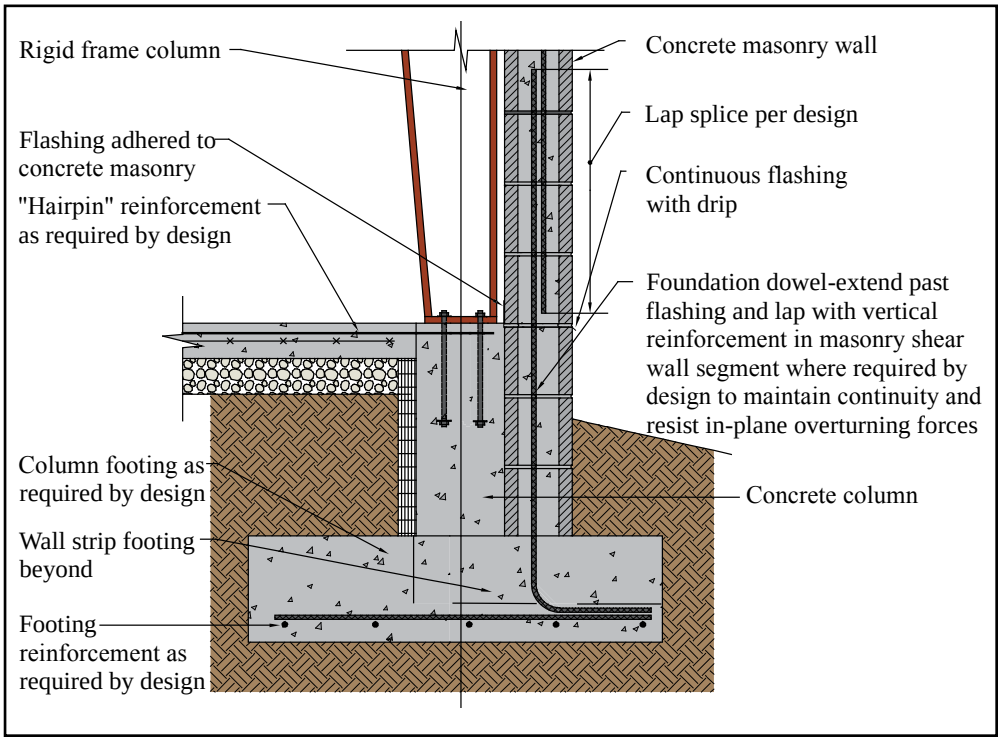

Figure 3—Vertically Spanning Reinforced Concrete Masonry Side Wall Shear Wall Segment Detail at Foundation
Masonry shear walls are very strong and stiff and are often used to resist lateral loads. However, masonry wall sections used as shear wall segments must have vertical reinforcement continuous into the foundation as shown in Figure 3. Flashing is also incorporated at the floor level to allow the wall some out-of-plane rotation due to building drift. Design aids are included in *Concrete Masonry Walls for Metal Building Systems* (ref. 1) for in-plane and out-of-plane reinforced masonry walls as well as for lintels and anchor bolts. Appendix C also presents design ex-